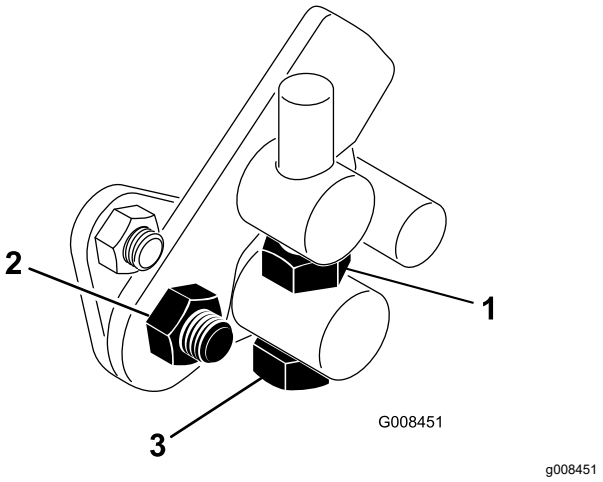

Figure 43
1. Desserrez l'écrou de blocage sur le boulon de tourillon (Figure 43).
4. Serrez l'écrou de blocage sur le boulon de tourillon et l'écrou sur le pivot de la pédale pour bloquer le réglage (Figure 43). Vérifiez le réglage et ajustez-le si nécessaire.